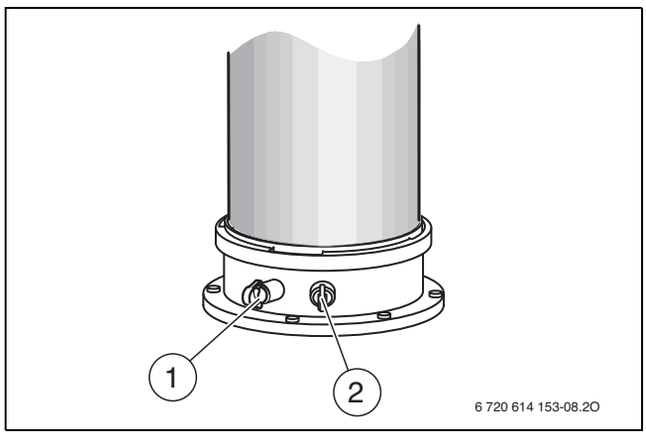

Bild 53 Abgasmessstutzen und Verbrennungsluft-Messstutzen
- ▶ Stopfen am Verbrennungsluft-Messstutzen (→ Bild 53, [2]) entfernen.